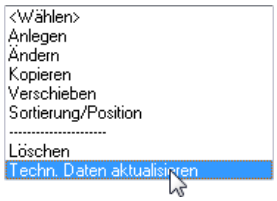

Bild 27.75 – *Seite,* Menüpunkt *Techn. Daten aktualisieren*
- Wählen Sie die Seite, deren Blöcke Sie aktualisieren wollen. Klicken Sie dann im Listenmenü der Seiten auf *Techn. Daten aktualisieren* (Abb. 27.75).